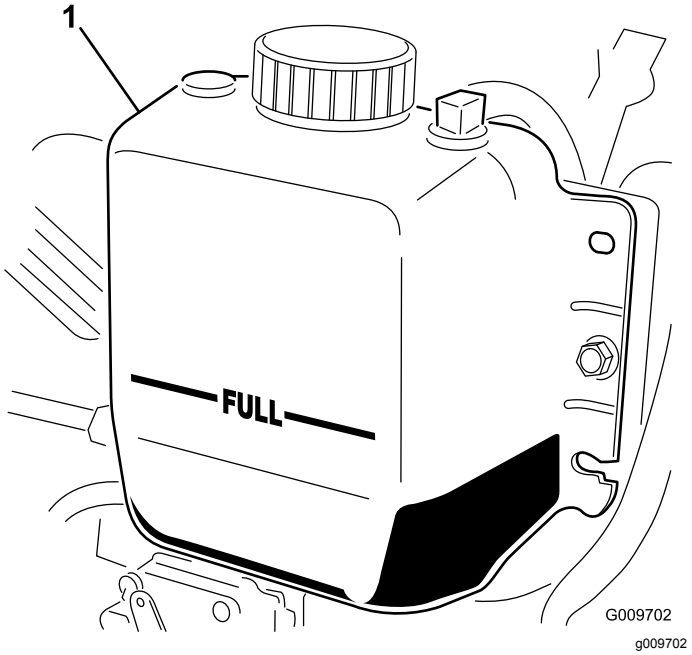

Figur 19
2. Kontrollera kylvätskenivån i kylaren. Kylaren ska fyllas upp till påfyllningsrörets översta del och expansionstanken ska fyllas upp till Full-markeringen (Figur 19).